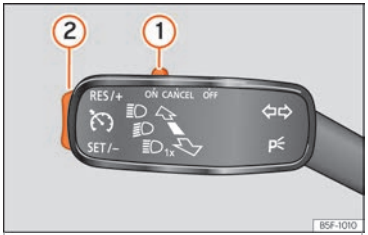

Fig. 53 Left of the steering column: CCS switch and controls.
- Switching on the CCS: Move switch ››› Fig. 53 ① to **ON**. The system is on. If no speed has been programmed, the system will not control it.
- Activate the CCS: Press button ››› Fig. 53 ② in the **SET/–** area. The current speed is memorised and controlled.
- Temporarily switching off the CCS: Move switch ››› Fig. 53 ① to **CANCEL** or push the brake. The cruise control system is switched off temporarily.
- Reactivating the CCS: Press button ››› Fig. 53 ② in **RES/+**. The memorised speed is saved and controlled again.
- Increasing stored speed during CCS regulation: press button ② in **RES/+**. The vehicle accelerates until the new stored speed.
- Reducing stored speed during CCS regulation: press button ② in **SET/–** to lower the speed by 1 km/h (1 mph). Speed is reduced until reaching the new stored speed.
- Switching off the CCS: Move switch ››› Fig. 53 ① to **OFF**. The system is disconnected and the memorised speed is deleted.